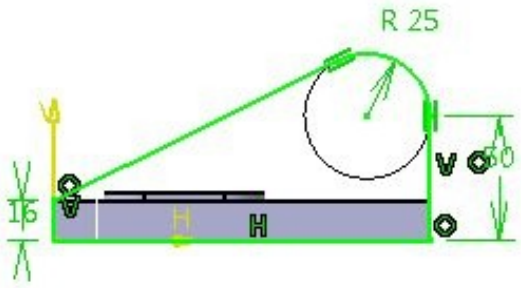

Figure 5-74 *Sketch for the third feature*
c. Create the third feature, which is a **Pad** feature, by extruding the sketch drawn on the back face of the second feature; refer to Figures 5-74 and 5-75.
2. Draw the sketch, as shown in Figure 5-74, and then exit the **Sketcher** workbench.